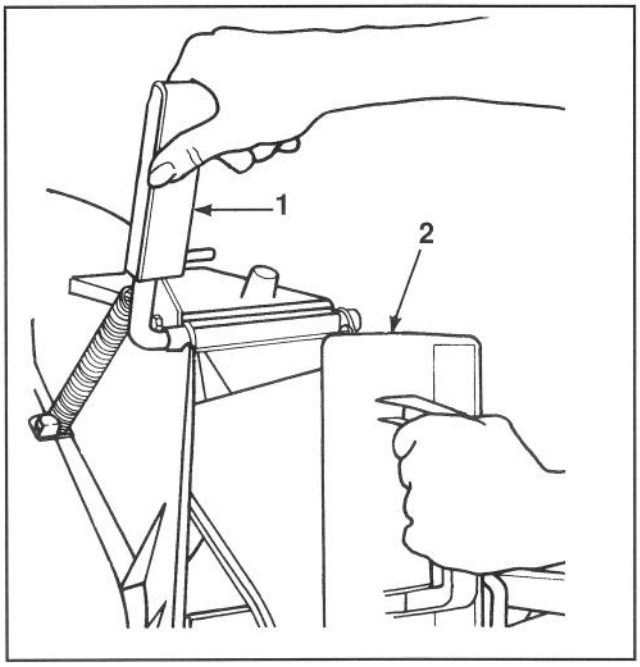

Abb. 12
1. Sicherstellen, daß der Motor ausgeschaltet ist. Die Auswurfklappe öffnen: den Griff nach vorwärts ziehen, die Auswurfklappe nach hinten bewegen (Abb. 12). Den Griff der Auswurfklappe festhalten, damit die gefederte Tür nicht wieder zuspringt, während der Mulchstöpsel eingeführt wird.
2. Da der Mulchstöpsel etwas breiter als die Öffnung des Auswurftunnels ist, muß der Mulchstöpsel beim Einführen etwas im Uhrzeigersinn gedreht werden (Abb. 12). Sicherstellen, daß der Pfeil auf dem Mulchstöpsel-Aufkleber nach oben zeigt.